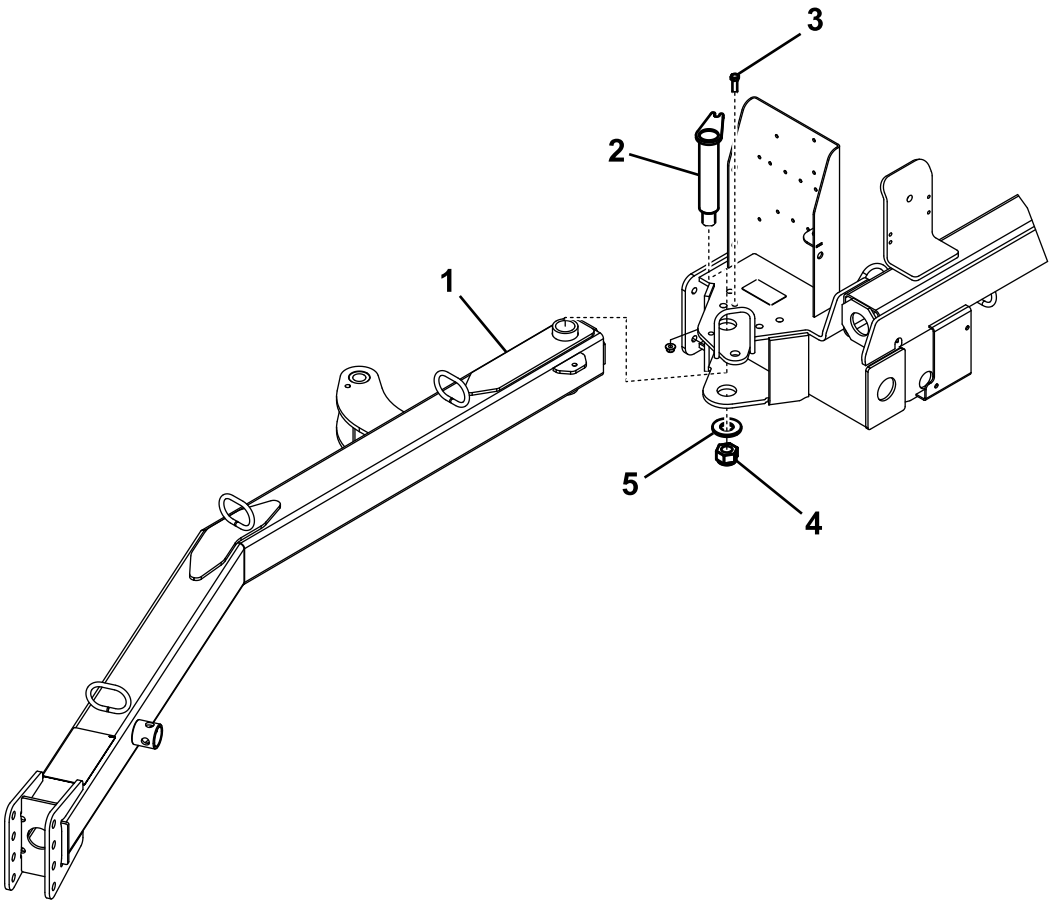

Figur 3
1. För in den bakre änden av dragstången mellan fästplattorna på uppsamlaren och passa in monteringshålen (Figur 3).
2. Fäst dragstången vid fästplattorna med en hakbult (Figur 3).
3. Fäst hakbultens övre del i fästplattan med en 3/8 x 1–1/4 tums skruv och en 3/8 tums låsmutter (Figur 3).
4. Fäst den nedre delen av hakbulten med en stor bricka, en stor mutter och en ställskruv med fyrkantigt huvud (Figur 3).